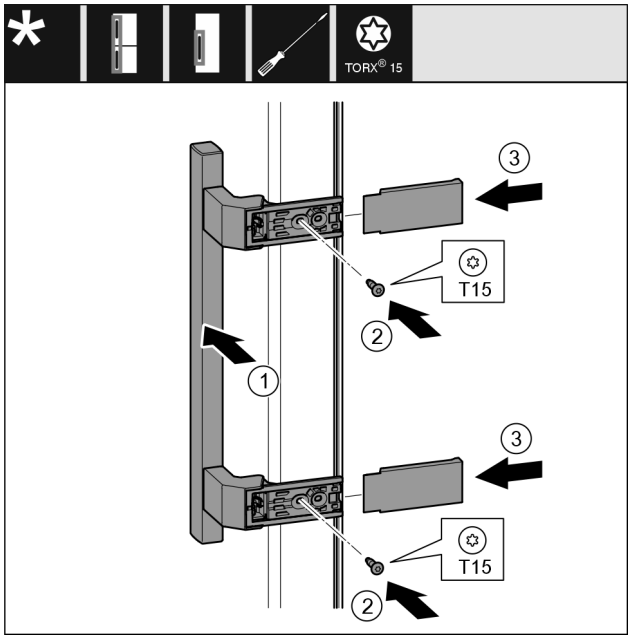

Fig. 22
- ▶ Placer la poignée *Fig. 22 (1)* du côté opposé.
- ▶ Serrer les vis *Fig. 22 (2)* avec un tournevis.
- ▶ Placer les caches *Fig. 22 (3)* sur le côté et les faire glisser.